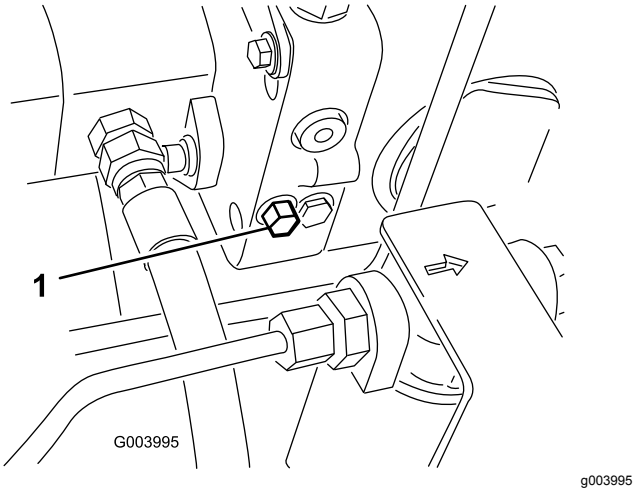

Figur 69
1. Drej omløbsventilens bolt 1½ omgang for at åbne den og lade olien løbe om internt (Figur 69).